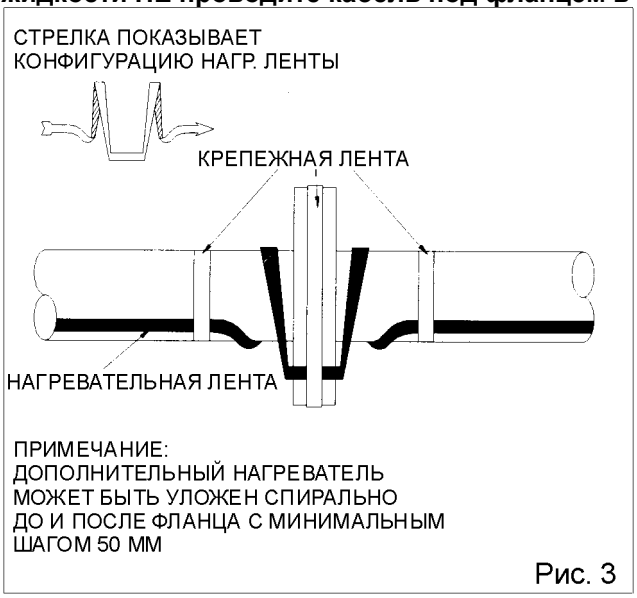

Рис. 3
***У* фланцевых соединений крепежные ленты должны быть установлены с обеих сторон и близко к фланцам, чтобы гарантировать максимальный контакт с поверхностью. Чтобы избежать механического повреждения во время обслуживания фитинга в будущем, и дополнительных тепловых потерь, оставляют достаточную слабину, обычно как небольшую петлю по фланцу, обеспечивая доступ к фланцевому уплотнению. Чтобы избежать повреждения из-за утечки жидкости НЕ проводите кабель под фланцем в нижней точке. (См. Рис. 3).**